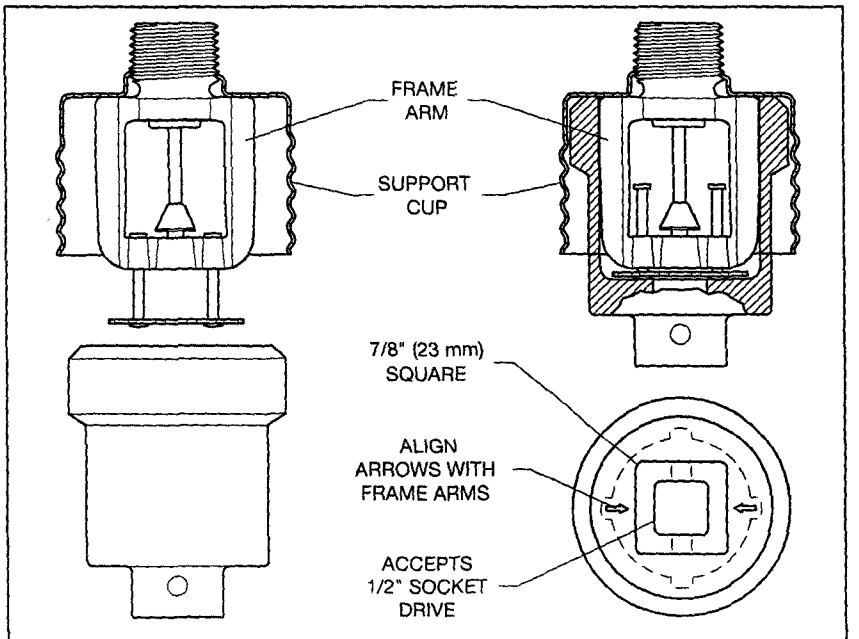

FIGURE 3
Step 4. Wrench-tighten the sprinkler using only the RFII Sprinkler Wrench. (Refer to Figure 3.) Apply the RFII Sprinkler Wrench to the Sprinkler as shown in Figure 3.